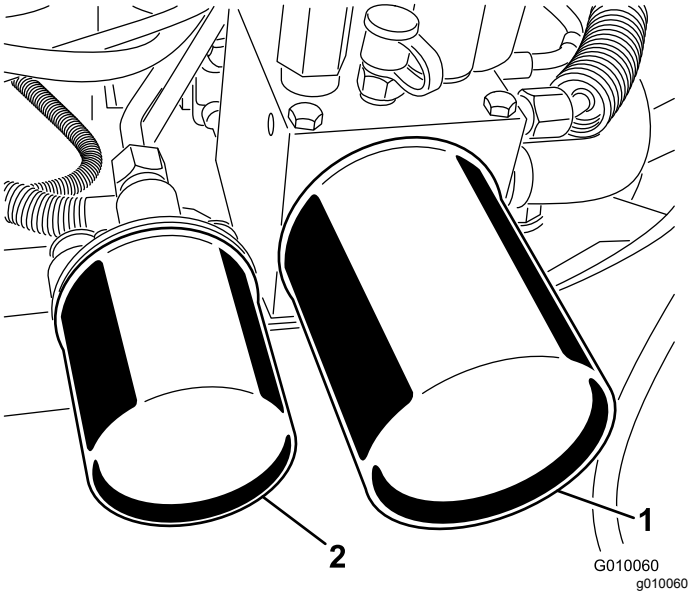

Figur 60
2. Stil et aftapningskar under filterne, fjern de gamle filtre, og tør filteradapterpakningens overflade ren (Figur 60).